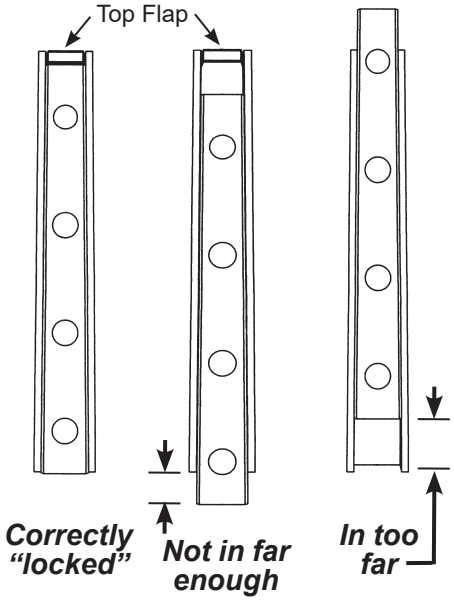

Figure 3
Important: Wedges are correctly "locked" when the inner wedge comes into contact with the top flap of the outer wedge, and the bottom edges align, as shown in figure 3. Avoid excessive force or damage to the wedges may occur.
TROUBLESHOOTING TIP: If bench does not sit level on the floor, check that all wedges are correctly "locked," as shown in figure 3.
7. With scrap cardboard or other protective material over the fabric, use a rubber mallet (not a standard hammer) to gently tap the seat and back cushions until the interlocking wedges are "locked" together. Refer to figure 3 on opposite side of this sheet.